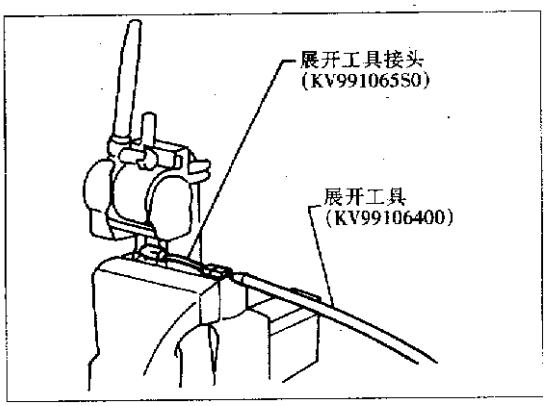

图10-2-31
②将展开工具接头(SST: KV991065S0)与展开工具(SST: KV99106400)和预紧器接头相连,见图10-2-31。